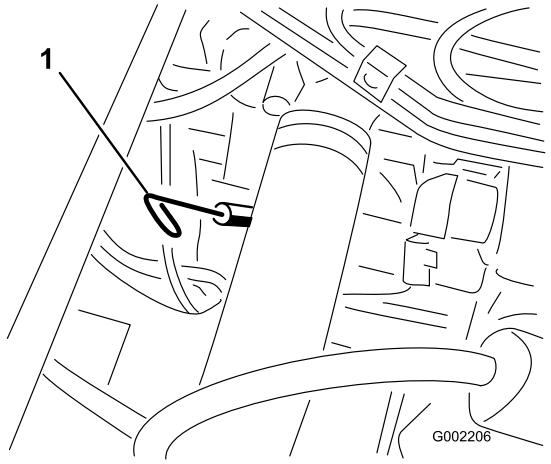

Figure 37
2. Remove the dipstick, located under the passenger seat, and wipe it with a clean rag (Figure 37). Insert the dipstick into the tube and make sure it is seated fully. Remove the dipstick and check the oil level.
13. Remove the oil filler cap and slowly pour approximately 80% of the specified amount of oil into the engine at the oil filler (Figure 37).